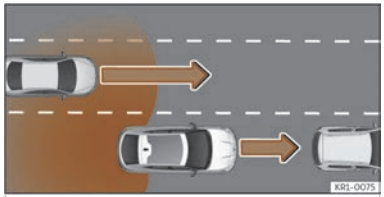

Fig. 131 Overtaking with traffic behind the vehicle.
- When being overtaken by another vehicle ››› **Fig. 131**.